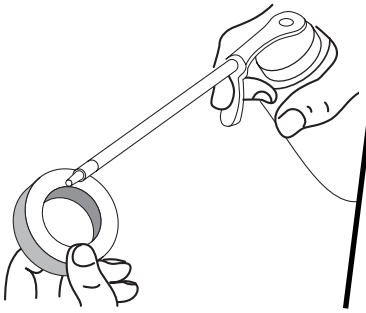

Fig. 24
4. Aplique suficiente aceite limpio SAE 30 para recubrir ligeramente el filtro (Fig. 24).